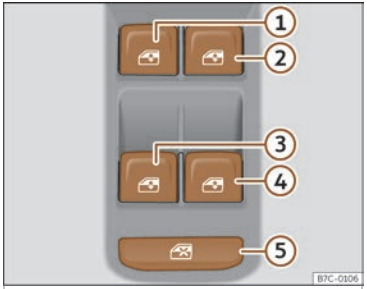

Fig. 88 Detalle da porta do condutor:mandos para as fiestras.
Mediante o mando de seguridade››› **fig. 88** ⑤ da porta do condutor pode desactivar as teclas dos alzavidros das portas traseiras.